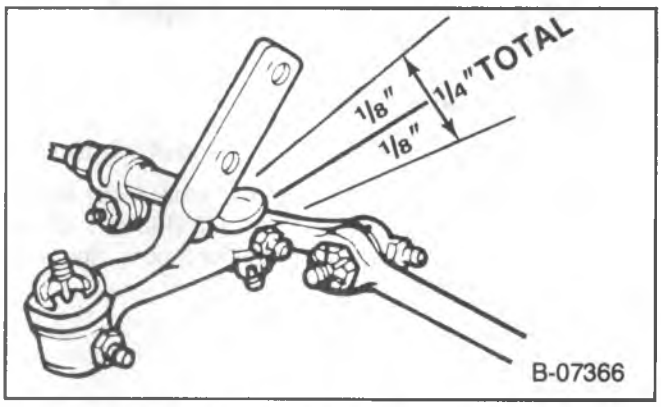

Figure 3—Checking Idler Arm Movement
Inspect (Figure 3)
- Allow no more than ± 3.18 mm (1/8 in.) deflection in each direction, for a total of 6.32 mm (1/4 in.) (figure 3).